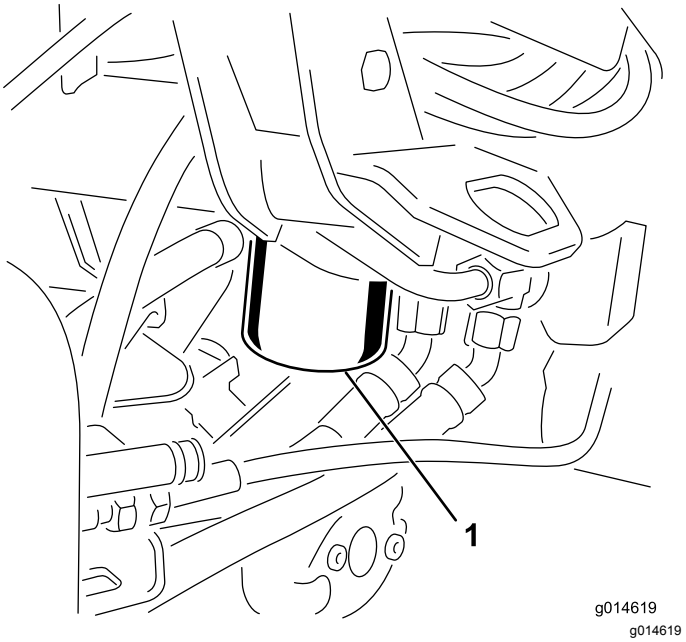

Figuur 39
1. Reinig de omgeving van de plaats waar het filter wordt gemonteerd (Figuur 39). Plaats een opvangbak onder het filter en verwijder het filter.